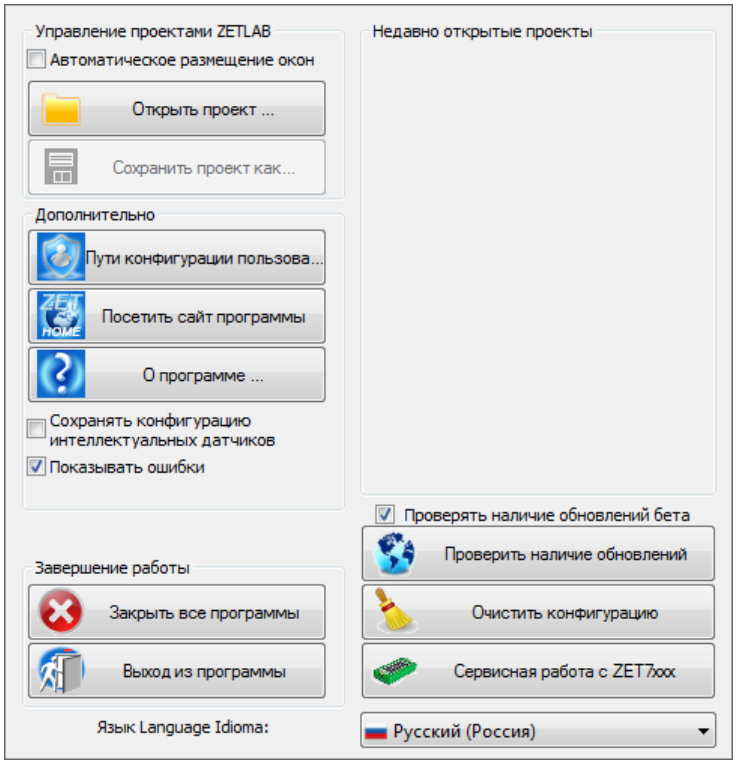

Рис. 3.6 Главное меню панели ZETLAB
10. Записанные сигналы сохраняются в директорию, указанную в программе «Пути конфигурации пользователя». Программа «Пути конфигурации пользователя» расположена в главном меню панели ZETLAB (Рис. 3.6).